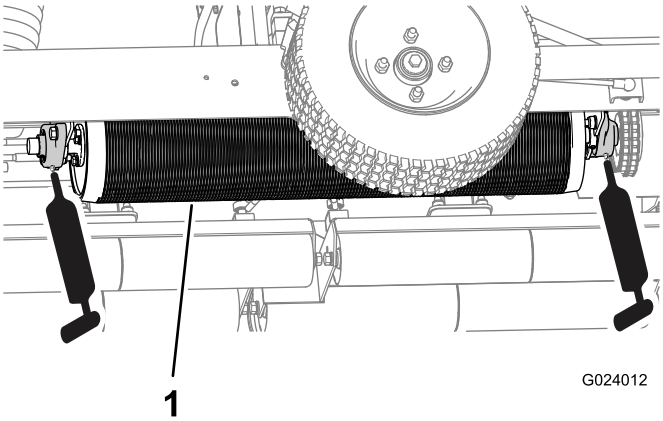
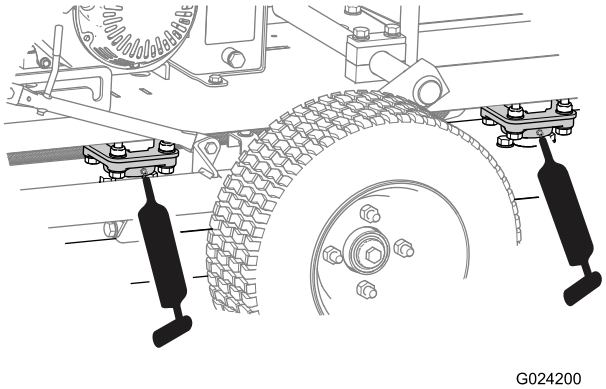

Figur 10
Figur 11
2. Pumpa in fett i områdena enligt Figur 10 och Figur 11.